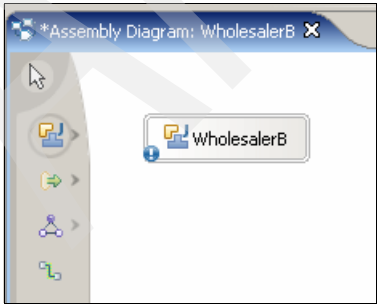

Figure A-83 Java component WholesalerB
3. Rename Component1 to `WholesalerB` (Figure A-83).